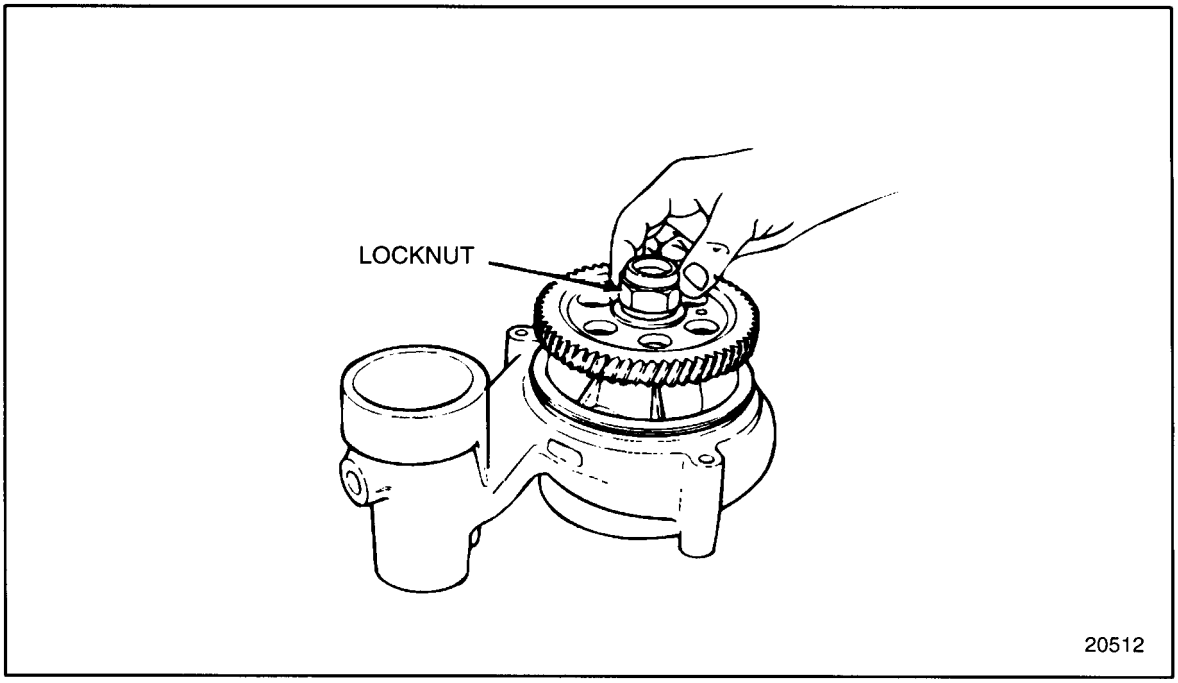

Figure 4-62 Locknut Installation (FM)
26. Install locknut to the drive shaft threads. See Figure 4-62.